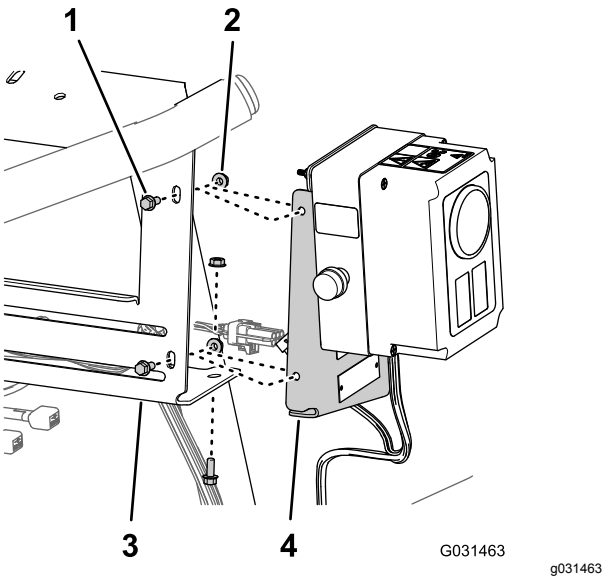

Figur 19
1. Ta bort de tre flänsskruvarna (1/4 x 5/8 tum) och de tre sågtandade flänsmuttrarna (1/4 tum) som håller fast styrdosans fästplatta på sprutventilernas grenrörsfäste (Figur 19).
2. Ta bort fästplattan från grenrörsfästet (Figur 19).